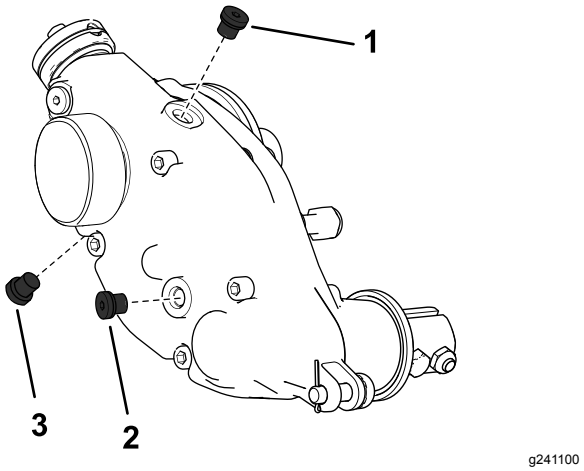

Figur 27
2. Fjern aftapningsproppen i bunden af huset (Figur 27).
3. Fjern påfyldningsproppen på siden af huset og løsn luftventilproppen på toppen, så luften kan passere gennem (Figur 27).